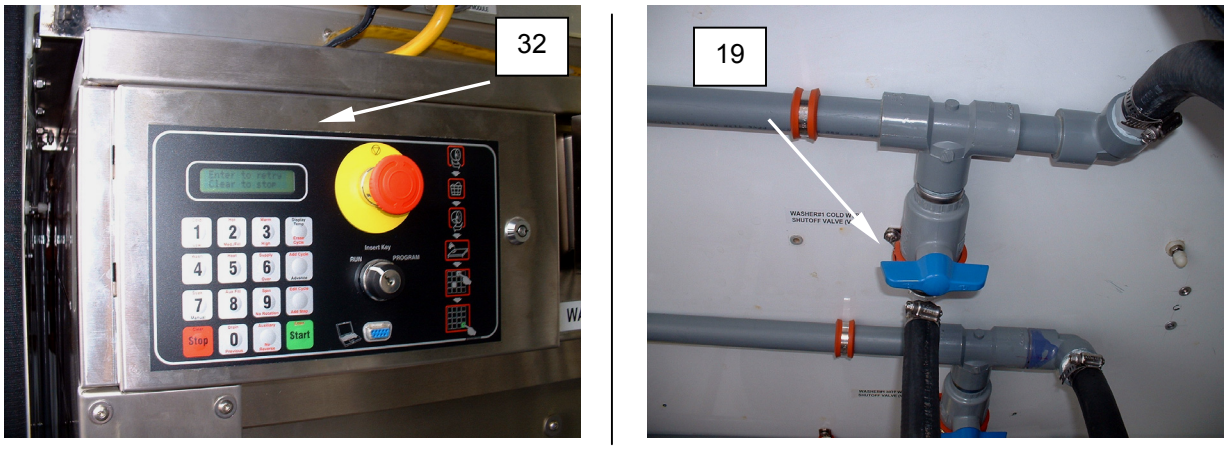

Figure 16. Purge Washer No. 1.
4 . Wait until washer No.1 **(Figure 16, Item 32)** displays DONE.
5. Close the washer No.1 cold water inlet valve V-6 **(Figure 16, Item 19)**.